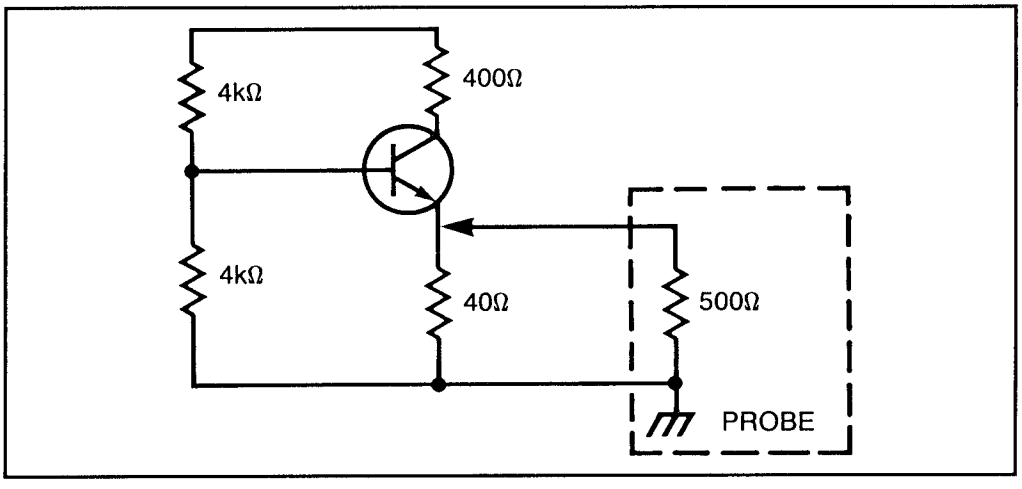
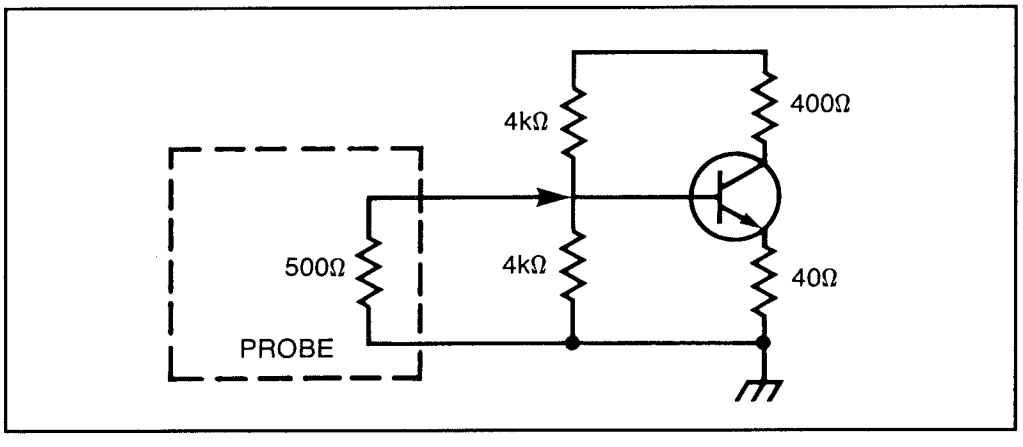

Figure 13: An example of when using a low-Z probe is appropriate.
Figure 14: An example of when using a low-Z probe is not appropriate.
When probing continuous wave (CW) signals, the probe's capacitive reactance at the operating frequency must be taken into account. The total impedance, as seen at the probe tip, is designated R_p and is a function of frequency. In addition to the capacitive and resistive elements, designed-in inductive elements serve to offset the pure capacitive loading to some degree. Figures 13 and 14 show when and when not to use a low-Z probe. In Figure 13, the emitter of a transistor is a low-impedance point. Adding the probe's 500 Ω R_{in} to ground will not significantly change circuit operation. In Figure 14, the probe's 500 Ω R_{in} shunts the transistor's bias circuitry, significantly changing the voltage at the base.